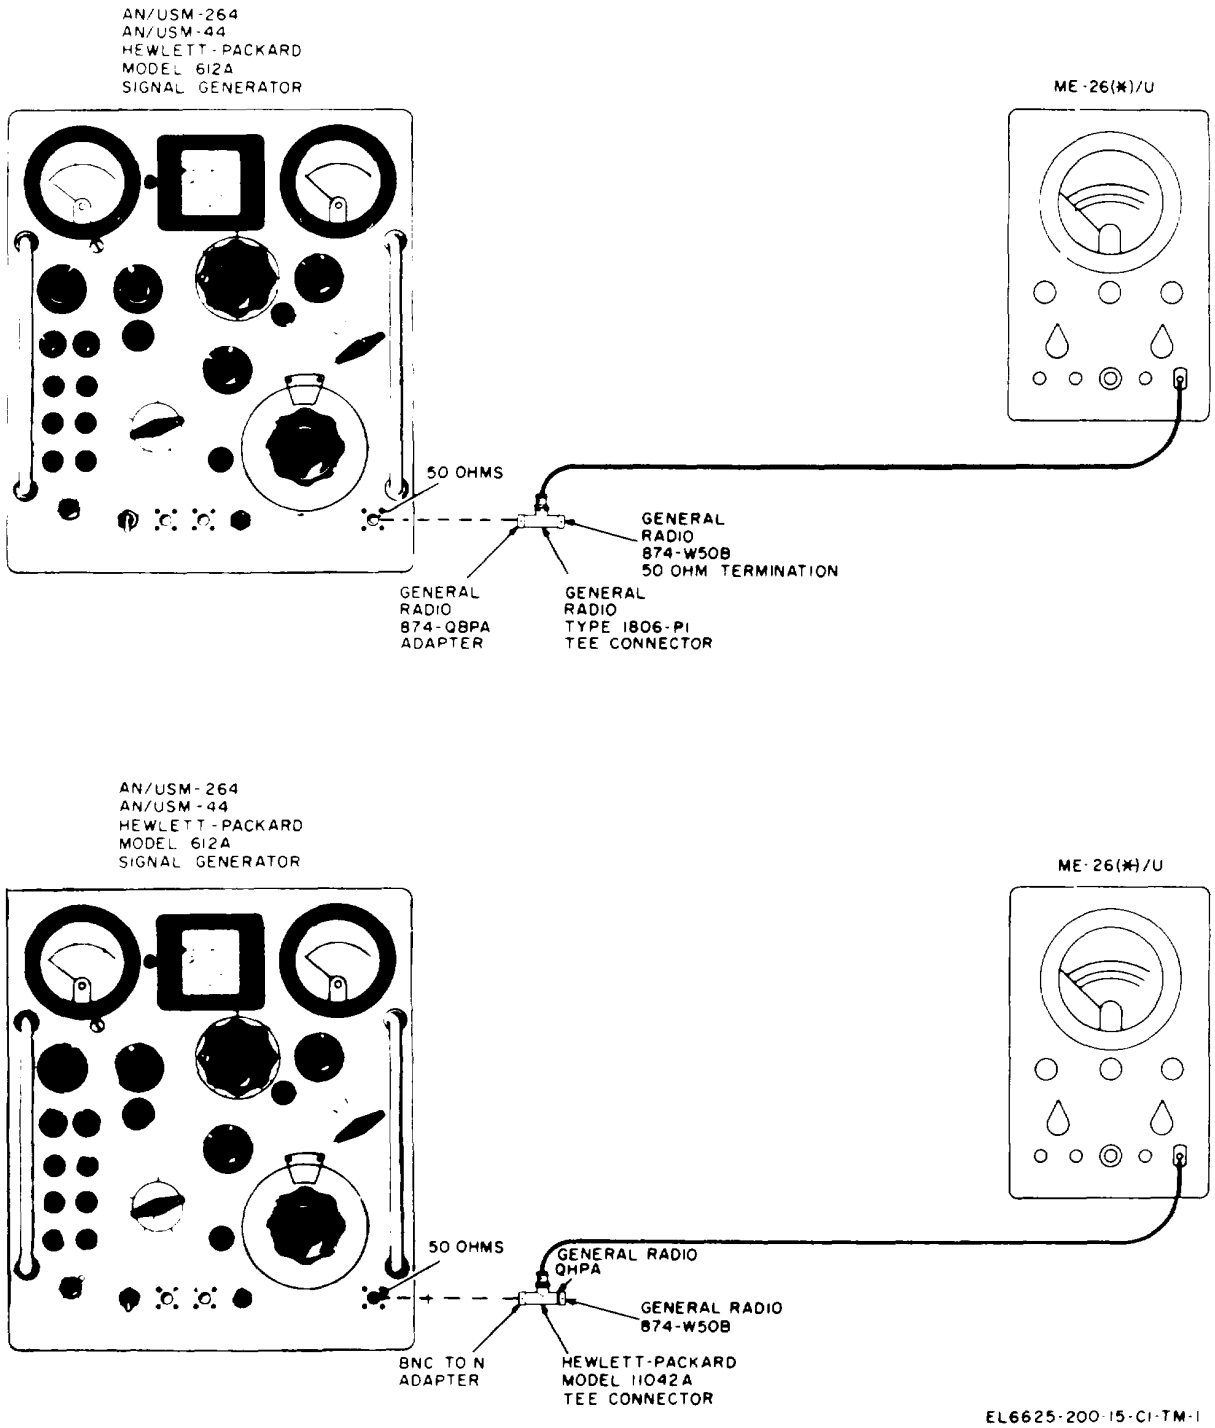

Figure 8.1-1. Frequency response test setup.
a. Connect the 50-ohm output of the AN/USM 264 to General Radio Model 1806 A as shown in A, figure 8.1-1.
b. Tune the AN/USM 264 to 20 cps, 60 cps, 1 ke, and 1 me. AT each frequency, adjust the output to 1 volt as read on model 1806 A: then, without further adjustment of the AN/USM 264 controls, connect the equipment as shown in B, figure 8.1-1. The output at each frequency should be between 0.97 and 1.03 volt.
c. Connect the output of the AN/USM 44 to General Radio Model 1806 A as shown in A, figure 8.1-1.
d. Tune the AN/USM 44 to 50 mc and 400 mc. At each frequency, adjust the AN/USM 44 to a 0.3-volt reading as read on model 1806 A: then, without further adjustment of the AN/USM 44, connect the equipment as shown in B, figure 8.1-1. The output at each frequency should be between 0.150 and 0.450 volt.
e. Connect the output of Hewlett-Packard Signal Generator Model 612A to General Radio Model 1806 A as shown in A, figure 8.1-1.
f. Tune Hewlett-Packard Model 612A to 700 mc. Adjust the output for 0.3-volt reading as indicated on General Radio Model 1806 A: then, without further adjustment to the controls of the signal generator, connect the equipment as shown in B, figure 8.1-1. The output voltage should read between 0.150 and 0.450 volt.